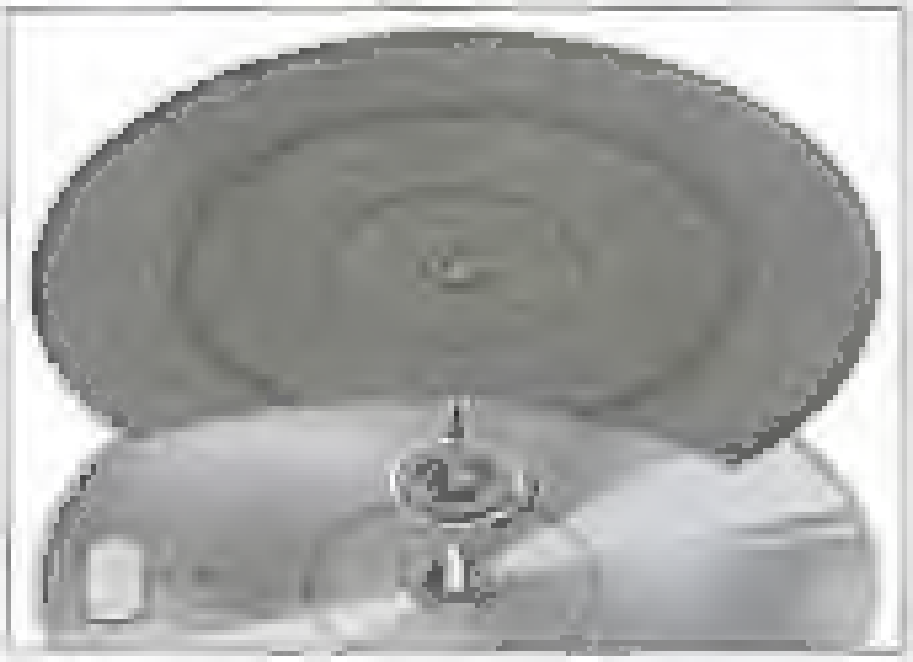

Fig. 4
- Befestigungsscheibe einsetzen, leicht nach unten drücken und um ca. 60° im Uhrzeigersinn drehen. (Fig. 4).